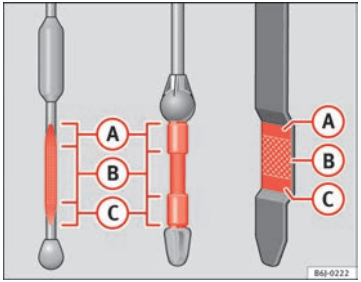

Fig. 127 Engine oil dipstick
– Then pull it out once more and check the oil level ⇒ Fig. 127. Top up with engine oil if necessary.